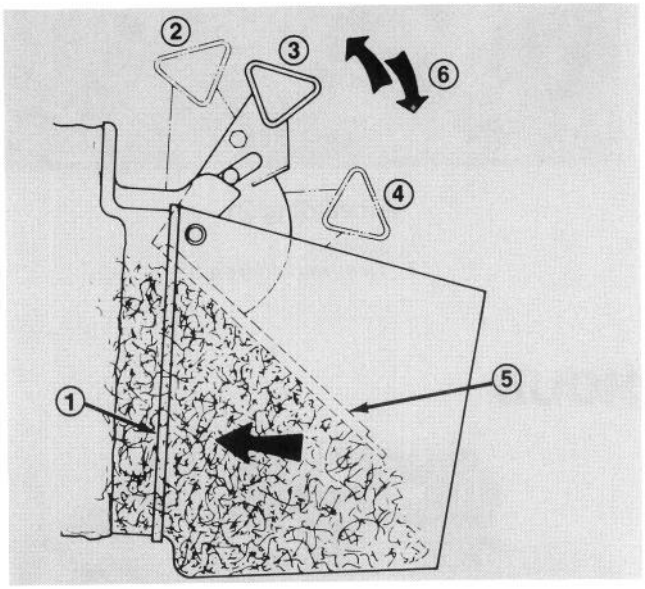

Afbeelding 17
6. Stop de motor om de zak te verwijderen. Breng de deurhandle van de koker naar voren totdat de pen in de klink valt (Afb. 17). Licht dan de achterkant van de zak van de achterklampen (Afb. 16), pak de voorhandle van de zak en licht recht naar boven (Afb. 18).